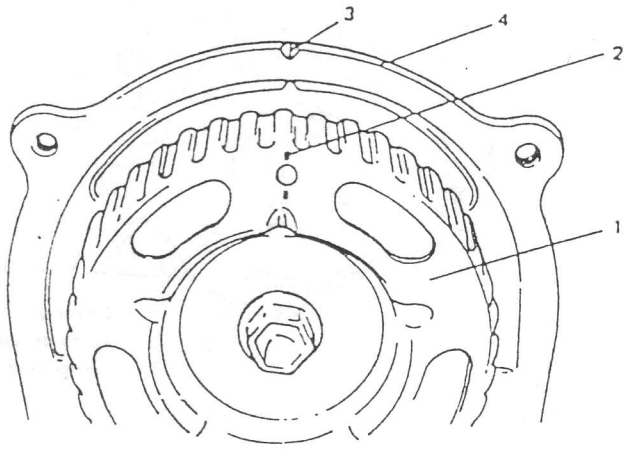

Fig. 3-6-48 Marcas de alineación
7) Después de aflojar todos los tornillos de ajuste de válvula completamente, gire el engranaje del árbol de levas en el sentido de las agujas del reloj y alinee la marca de sincronización en el engranaje del árbol de levas con la marca en forma de "Y" en la cubierta interior de la correa de la forma indicada en la Fig. 3-6-48.